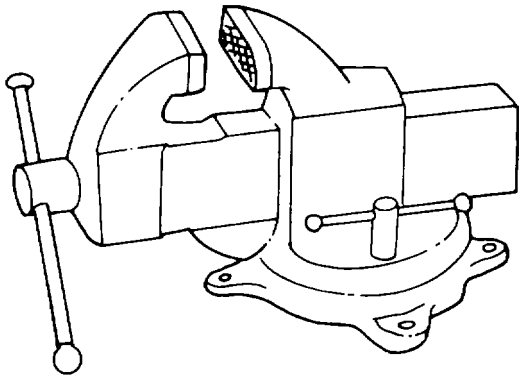

Figure 4-53. Bench Vise
a. *Bench Vise*. The bench vise, shown in figure 4-53, is a large steel vise with rough jaws that prevent the work from slipping. Most vises of this type have a swivel base so that the upper portion can be rotated. The bench vise is usually bolt-mounted onto a bench.